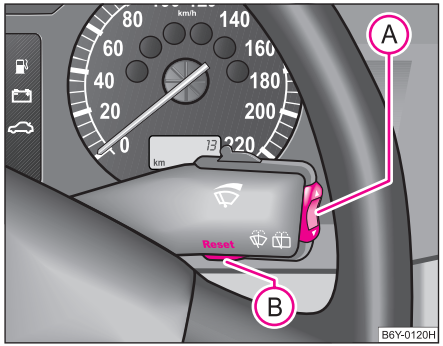

Fig. 7 Indicatorul multifuncțional: Elementele de comandă
Comutarea între cele două memorii se face de la tasta (B) ⇒ fig. 7.
Tasta basculantă (A) şi tasta (B) se găsesc în maneta de acționare a ştergătoarelor de parbriz ⇒ fig. 7.
Dacă vreţi să determinaţi consumul mediu de carburant într-un anumit interval de timp, trebuie să ştergeţi memoria cu ajutorul tastei (B) ⇒ pagina 19, fig. 7. După ştergere, în primii 300 metri, pe display se vor afişa linii.
În display apare durata de deplasare de la ultima ştergere a memoriei ⇒ pagina 18. Dacă doriţi să determinaţi durata de deplasare de la un anumit moment, ştergeţi memoria apăsând tasta (B) ⇒ pagina 19, fig. 7.
Pe display apare distanţa parcursă de la ultima ştergere a memoriei ⇒ pagina 18. Dacă doriţi să determinaţi kilometri parcurşi de la un moment dat, ştergeţi memoria în momentul în care doriţi să înceapă calcularea; ştergerea memoriei se face de la tasta (B) ⇒ pagina 19, fig. 7.
În display apare viteza medie în km/h de la ultima ştergere a memoriei ⇒ pagina 18. Dacă doriţi să determinaţi viteza medie într-un anumit interval de timp, trebuie să ştergeţi memoria cu ajutorul tastei (B) ⇒ pagina 19, fig. 7.